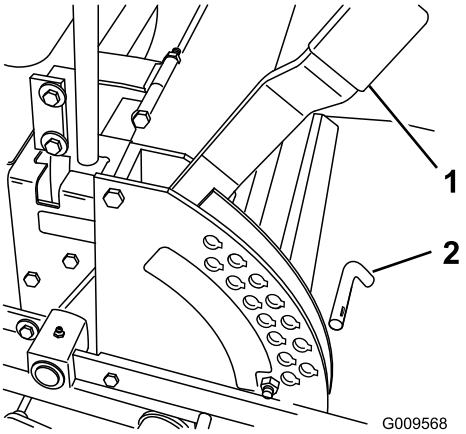

Rysunek 19
1. Podnieś dźwignię wysokości cięcia do położenia transportowego (czyli położenie wysokości cięcia 127 mm) (Rysunek 19).
2. Aby wyregulować, wyjmij sworzeń ze wspornika wysokości cięcia (Rysunek 19).
3. We wsporniku wysokości cięcia wybierz otwór odpowiadający żądanej wysokości cięcia i włóż do niego sworzeń (Rysunek 19).